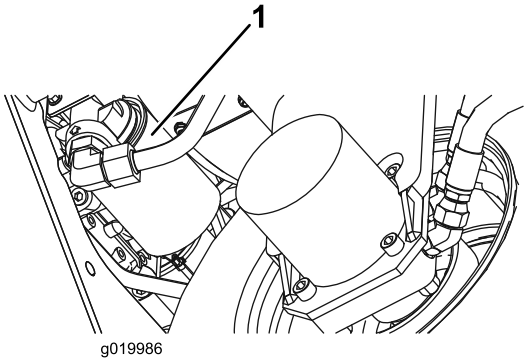

Figur 62
2. Rengjør området der filteret skal festes. Plasser et tappefat under filteret (Figur 62), og ta ut filteret.